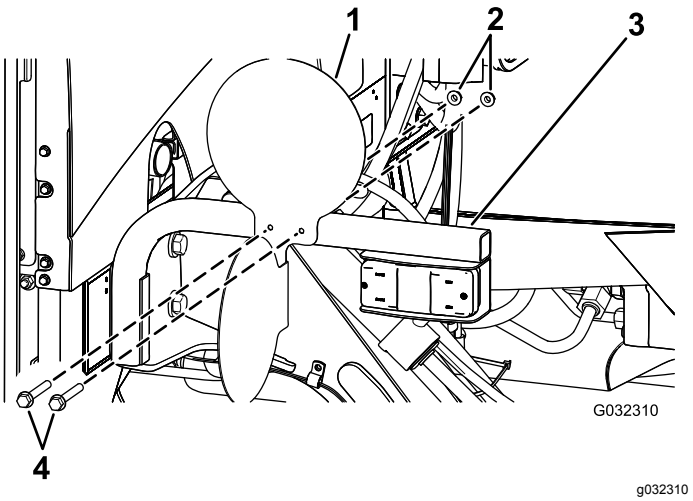

Figur 35
2. Fastgør pladerne til lygtesættets beslag med de fire sekskantskruer (1/4 x 2-1/2 tomme) og fire låsemøtrikker (1/4 tomme) som vist i Figur 35.